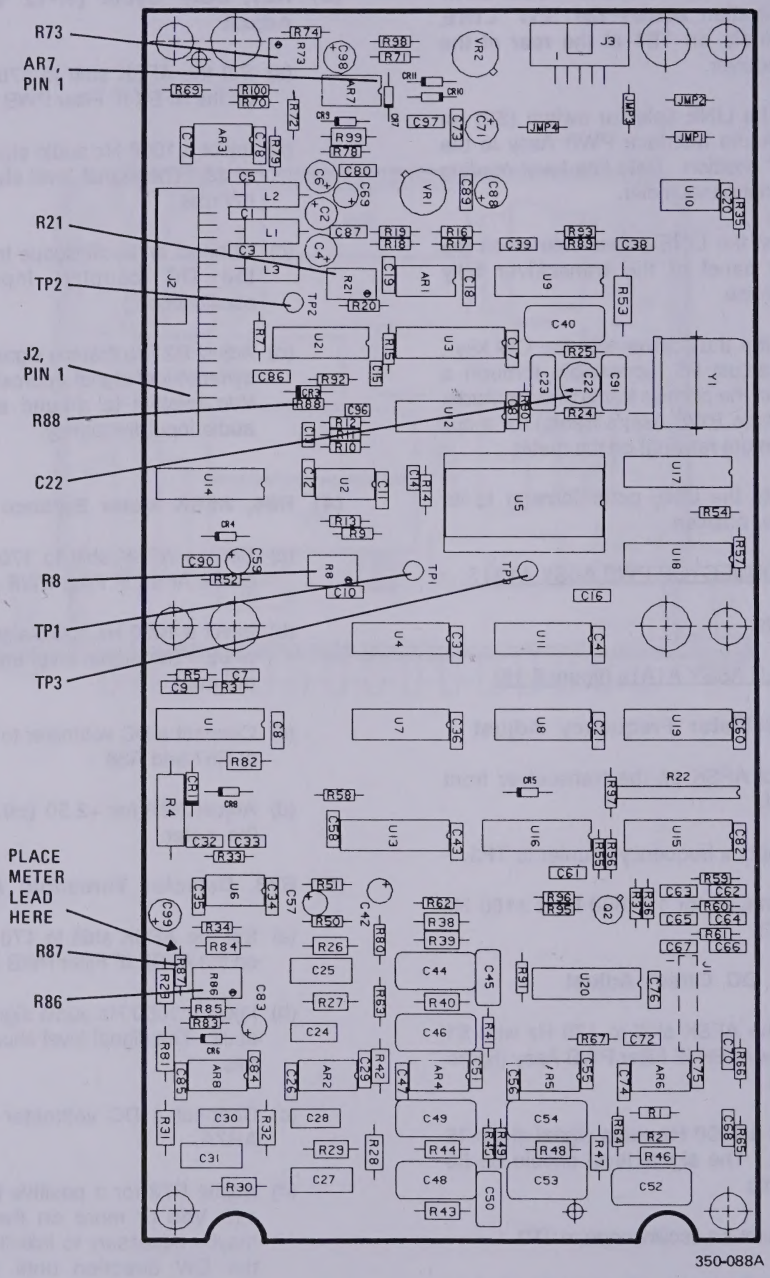

Figure 6-15. AFSK Keyer/Converter PWB Assy
s. AFSK MODULE ASSY A1A18 (figure 6-15).
(1) C22, Oscillator Frequency Adjust